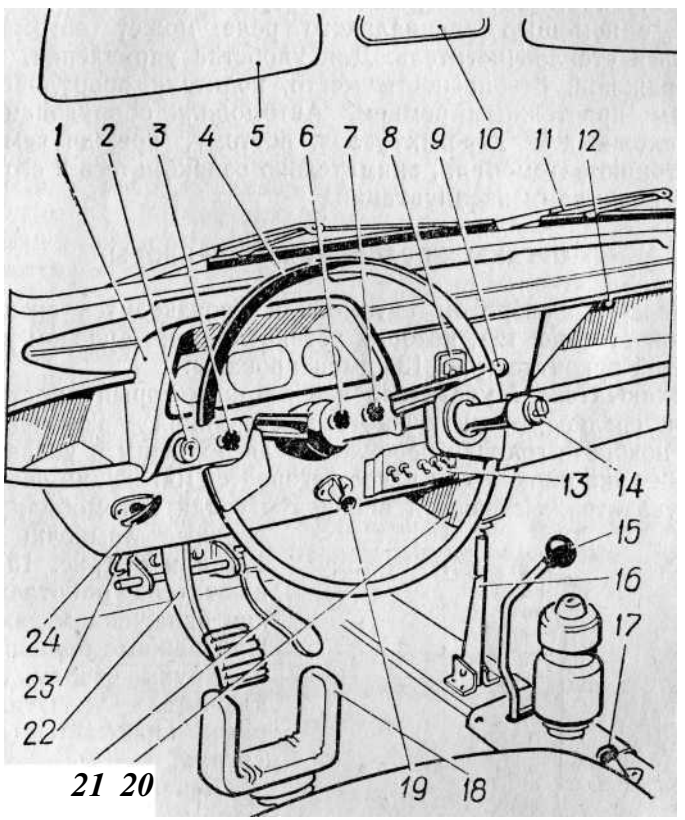
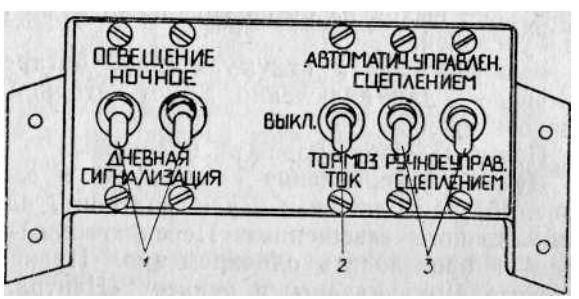

Рис. 12. Органы управления:
Рис. 16. Пульт управления:
3. Перед проведением работ в моторном отсеке с заведенным двигателем (регулировка карбюратора и др.) убедитесь, что рычаг переключения передач установлен в нейтральном положении, а переключатель *2* (рис. 16) установлен в положении «выключено».
Управление поворотом автомобиля производится специальной рукояткой *14* (рис. 12), которая установлена на рулевом колесе *4*.
При повороте головки переключателя большим и указательным пальцами руки вправо или влево загорается мигающий свет в оранжевых указателях поворота впереди и сзади автомобиля и контрольные лампочки *9* (рис. 12) или *6* (рис. 15). Переключатель работает только при включенном зажигании. При нажиме большим пальцем руки сверху на переключатель указателя поворотов **включается звуковой сигнал.**
кнопки поворотом ее по часовой стрелке включается и плавно регулируется освещение комбинации приборов. Для обеспечения безопасности движения при эксплуатации автомобиля в особых условиях (въезд в темные туннели в дневное время), чтобы водитель не снимал руку с рукоятки управления рулевым колесом для включения света, на пульте управления *13* (рис. 12) установлены два переключателя *1* (рис. 16) на дневную сигнализацию и ночное освещение. Поэтому заранее перед началом движения следует установить центральный переключатель во второе положение, а переключатели на пульте — в положение дневной сигнализации или ночного освещения.
Пульт *13* управления сцеплением и освещением. На пульте (рис. 16) расположены: переключатели *1* «дневной» сигнализации или «ночного освещения». Переключение **обоих** переключателей следует производить **одновременно.** Правила пользования переключателями указаны в пункте «Центральный переключатель света».
Назначение остальных органов управления указано в подписи к рис. 12.